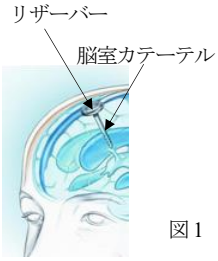

図1
(1) 皮膚切開はドレナージ用カテーテルの方に開くように蓋状に切開するか、真っ直ぐに切開する。脳脊髄液の漏出を防ぐために、頭蓋穿孔後の硬膜の切開は最小限にする。
(2) スタイレットを使用して、脳室カテーテルを挿入する。
(3) カテーテルを脳室内に挿入後、スタイレットを取り去り、脳脊髄液をドリップさせてカテーテルに詰まりがないかを確認する。
(4) リザーバーを使用する場合は、脳室カテーテル遠位側とリザーバー近位側を接続して結紮し、設置する（図1）。